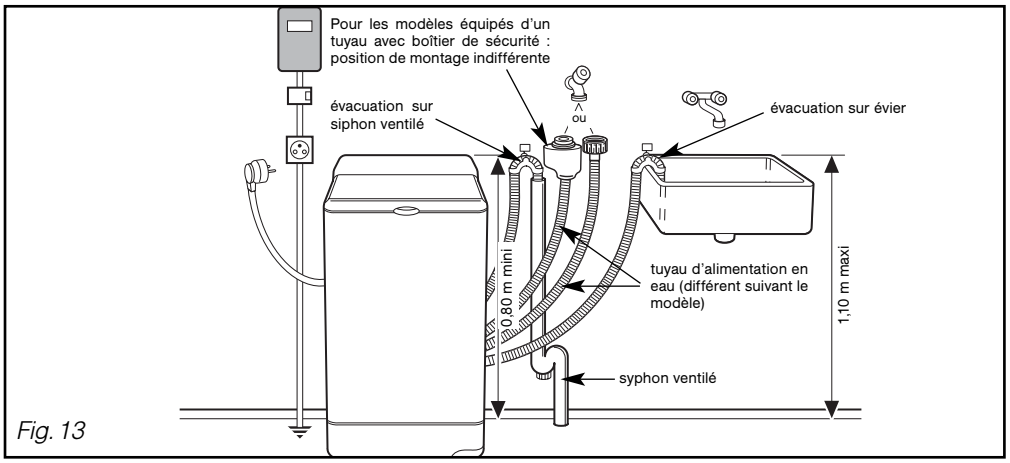

Fig. 13
• Alimentation en eau froide *(Fig. 13)* :
• Alimentation électrique *(Fig. 13)* :
• Evacuation des eaux usées *(Fig. 13)* :